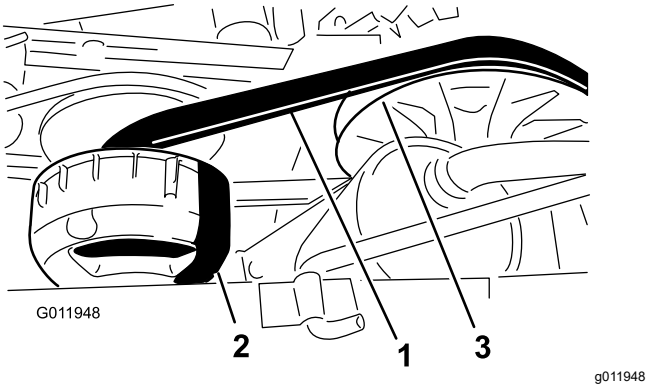

Figuur 66
4. Laat de riem (Figuur 66) ronddraaien en controleer deze op tekenen van overmatige slijtage of beschadigingen.
3. Laat de drijfriem over de secundaire koppeling ronddraaien (Figuur 66).
4. Verwijder de riem van de primaire koppeling (Figuur 66).
5. Lijn de nieuwe riem uit op de primaire koppeling (Figuur 66).
6. Laat de drijfriem over de secundaire koppeling ronddraaien (Figuur 66).